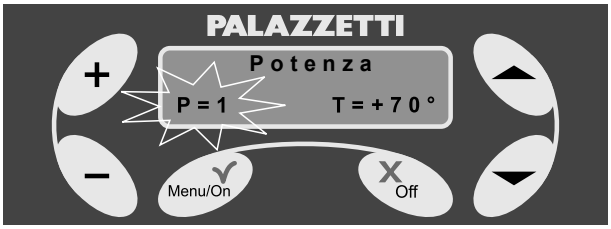

Fig. 7.6.2
2) premendo **Menu/On** compariranno sulla seconda riga del display le sigle dei parametri di lavoro, Fig. 7.6.2:
3) Il valore relativo alla **P** lampeggerà, ciò indica che si può modificare la **POTENZA** agendo su **+** o **-** (Fig. 7.6.2);
2) when you press **Menu/On** the initials of the work parameters appear on the second line of the display, Fig. 7.6.2:
2) Erläuterten Vorgehensweise auf. Betätigen Sie dazu **Menü/On**, wonach auf der zweiten Zeile des Displayz die Symbole der Betriebsparameter erscheinen, Abb. 7.6.2:
3) Der Wert für **P** blinkt, was bedeutet, dass die **LEISTUNG** durch Betätigen von **+** oder **-** geändert werden kann (Abb. 7.6.2);